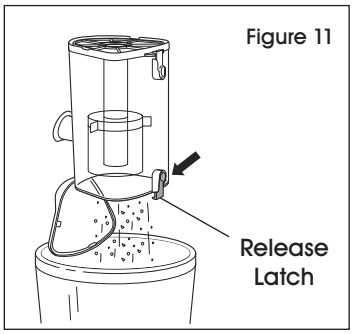

Figure 11
3. Turn dust cup over. Press top dust cup release latch to access dust screen and remove built-up dust and debris as required. (See Figure 11)